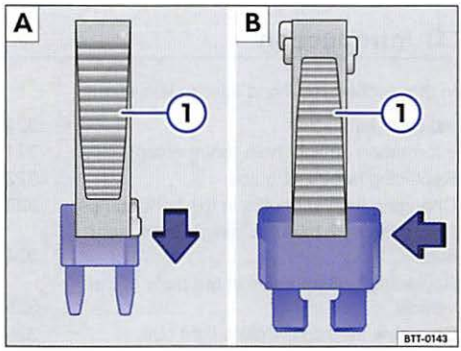

Fig. 168 Removing or inserting a fuse using the plastic tweezers.
- For *small fuses*, slide the tweezers ⇒ fig. 168 ① onto the fuse from the top **A**.
- For *larger fuses*, slide the tweezers ① onto the fuse from the side **B**.
- If the fuse is blown, replace the fuse with a new fuse of the *same* amperage (same color and same imprint) and *same* overall size ⇒ ①.